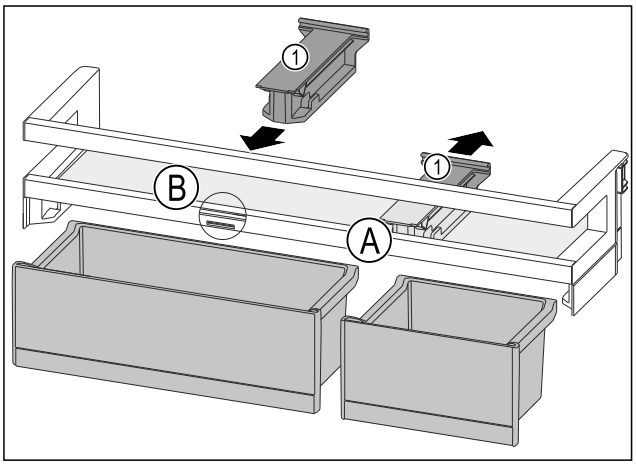

Fig. 97
- ▶ Desprindeți piesa de susținere *Fig. 97 (1)* din poziție *Fig. 97 (A)* spre spate.
- ▶ Introduceți piesa de susținere *Fig. 97 (1)* în poziție *Fig. 97 (B)*.